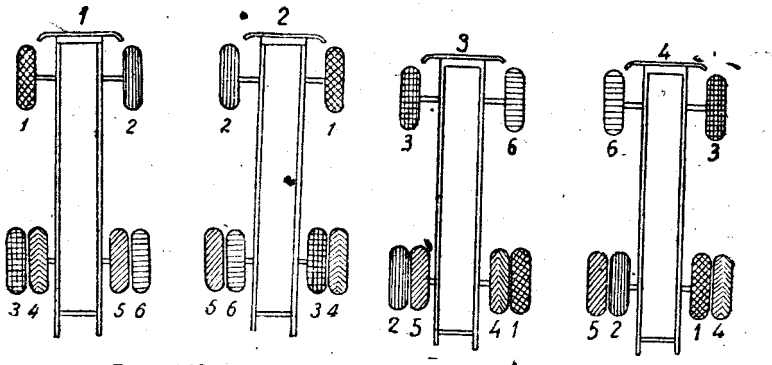

Рис. 148. Порядок переставляння покришок.
2. Періодична перестановка шин з передніх коліс на задні і навпаки. При цьому при перестановках треба використовувати і запасне колесо машини, якщо воно є. Цим досягається рівномірний знос усіх шин. Не слід забувати відповідно зменшувати чи збільшувати тиск повітря при переставлянні коліс з задньої осі на передню і навпаки. Приклад порядку переставляння шин подано на рис. 148.